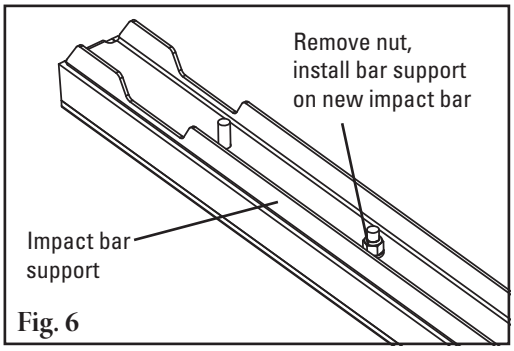

Fig. 6
6. **Remove support bar (if attached).** Remove the nuts holding the support in place and attach to the new bar (Fig. 6).